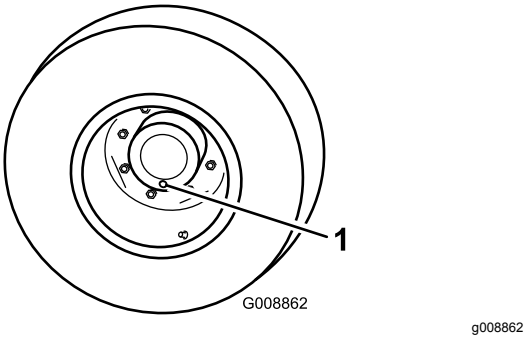

Figur 88
1. Ställ maskinen på ett jämnt underlag och placera hjulen så att en av kontrollpluggarna befinner sig i det lägsta läget (klockan 6) (Figur 88).